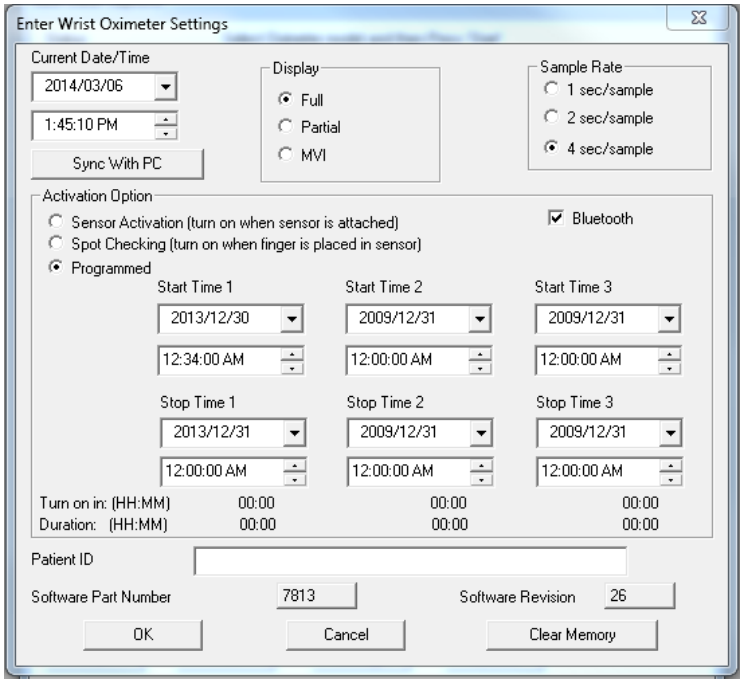

Abbildung 20: Fenster nVISION-Einstellungen
6. Das Fenster „Enter Wrist Oximeter Settings“ öffnet sich (Abbildung 20). Einstellungen nach Bedarf aktualisieren oder verändern.